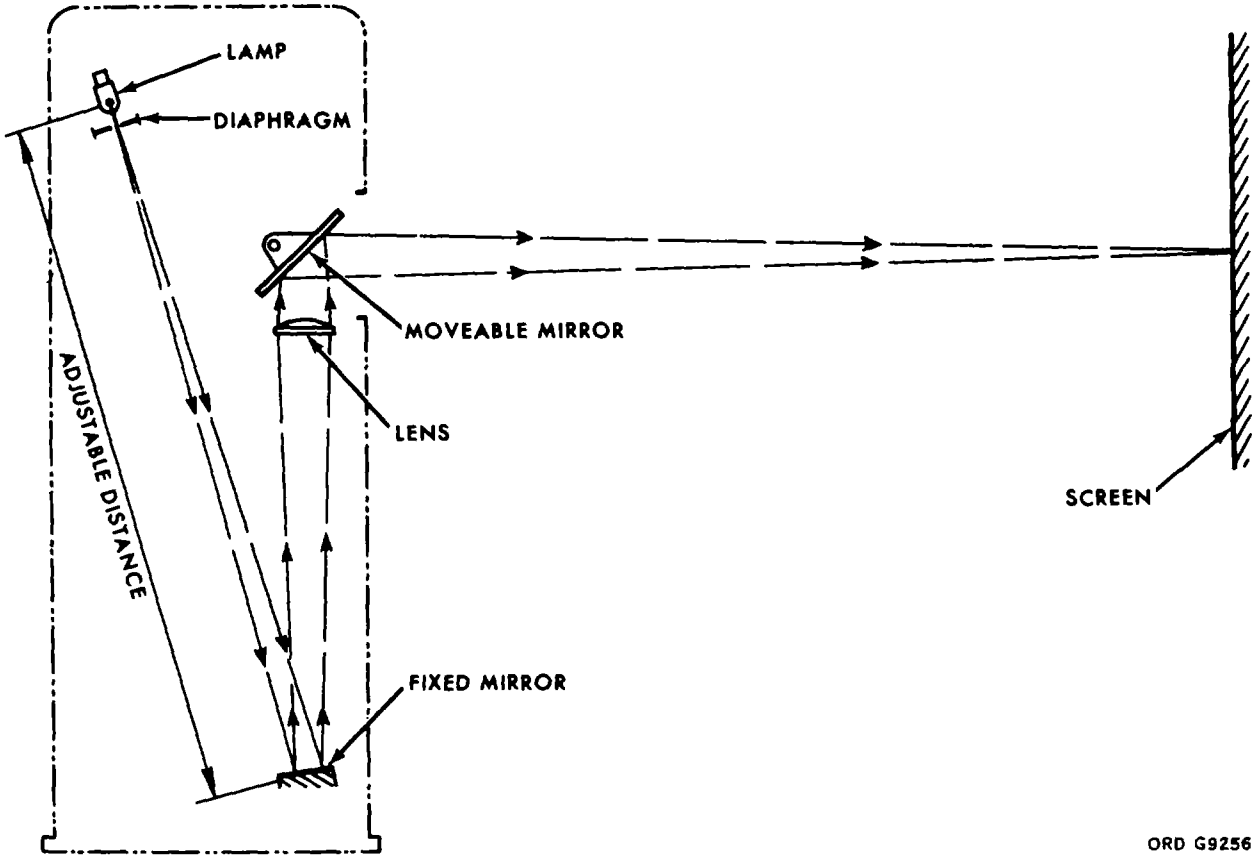

Figure 15. DX-44 projector optical diagram.
a. The optical system of the DX-44 projector (fig. 15) is simpler than that of the DX-43 optical unit. The light source is an electric bulb.